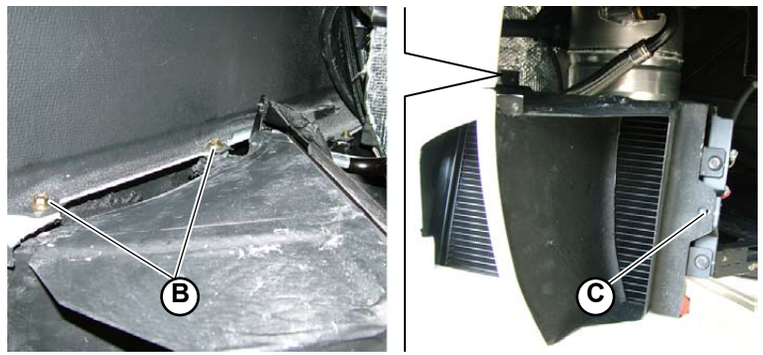

Fig.2
2. Unscrew the 2 screws (**B-Fig.2**) securing the conveyor to the side member, using the free space created by the rear element of the front wheel arch.
3. Unscrew the screw (**C-Fig.2**) securing the conveyor to the oil radiator, using the free space created by the front element of the rear wheel arch.